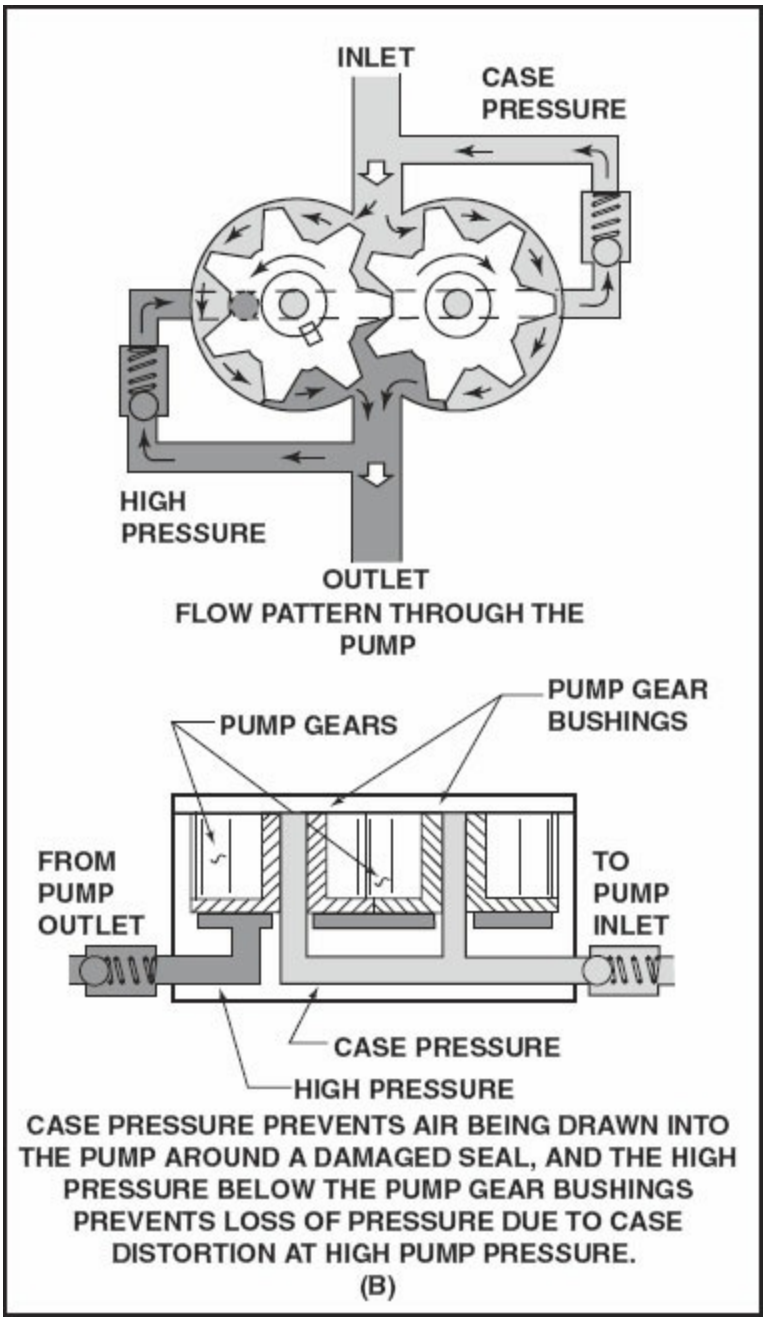

Figure 8-31. The most commonly used constant-displacement pump is the gear pump.
through a splined shaft. This gear rides in a close-fitting housing and drives the lower gear. As the teeth of the two gears separate, the volume of the inlet chamber increases and lowers the pressure so that fluid will flow into the pump from the reservoir. This fluid is trapped between the teeth and the wall of the pump body, and the fluid is moved around the outside of the gears to the outlet side of the pump. [Figure 8-31, view (A)]
A small amount of fluid leaks past the gears and around the shaft for lubrication, cooling, and sealing. This fluid drains into the hollow shafts of the gears where it is picked up by the low pressure at the inlet side of the pump. A weak relief valve holds the oil in the hollow shafts until it builds up a pressure of about 15 psi. This is called case pressure, and is maintained so that, in the event the shaft or seal becomes scored, fluid will be forced out of the pump rather than air being drawn in. Air in the pump would displace some of the fluid needed for lubrication, and the pump would be damaged. [Figure 8-31, view (B)]